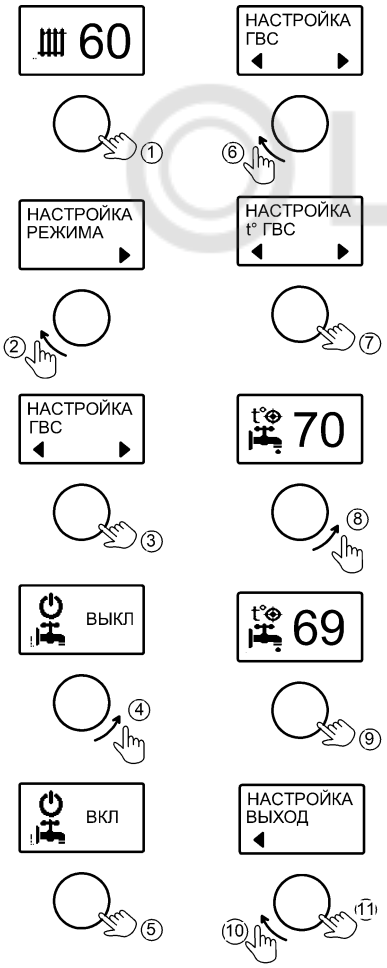

Рисунок 10. Настройка режима «ГВС»
10.4 Вкладки **«ГВС»** и **«ТЕМПЕРАТУРА ГВС»** предусмотрены для включения/выключения режима ГВС и настройки температуры (см. рис. 10). Индикация «ВКЛ» означает разрешение на работу режима ГВС. Индикация «ВЫКЛ» запрещает работу режима «ГВС». **«ГВС»** – режим нагрева воды в косвенном водонагревателе, с целью её использования для бытовых нужд. После активации, режим работает в приоритете совместно с другими режимами. Работа возможна при подключении **3-ходового клапана** совместно с **NTC-датчиком** температуры ГВС номиналом 10 кОм, либо совместно с **термостатом** бойлера косвенного нагрева. Рекомендуется использовать модуль управления **ГВС EVAN AQUA**, в состав которого входят 3-ходовой
Активация режима и выбор температуры горячей воды показано на рис. 10.